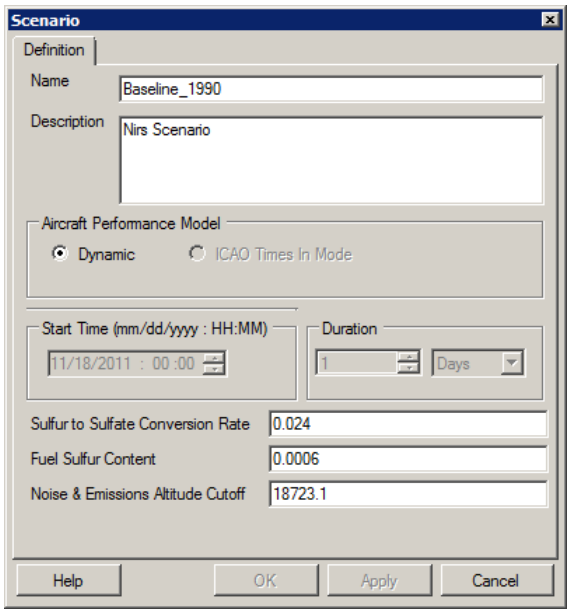

Figure 5-19 Scenario Dialog Box
1. Open the *Scenario* dialog box (Figure 5-19). To access this dialog box, either: